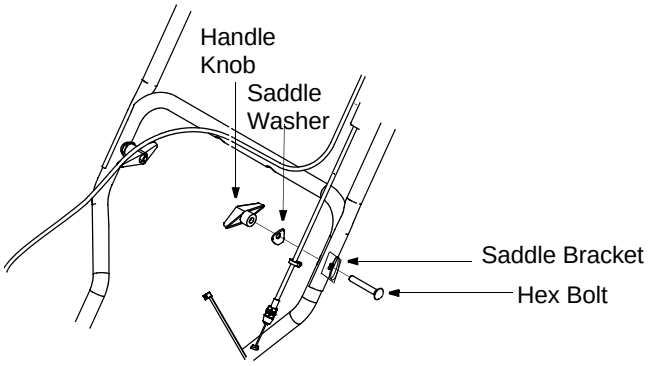

Figure 2
2. Loosen the handle knob, saddle washer and saddle bracket on each side of the handle. See Figure 2 .
4. Tighten the handle knobs on each side of the handle. Refer to Figure 2 .